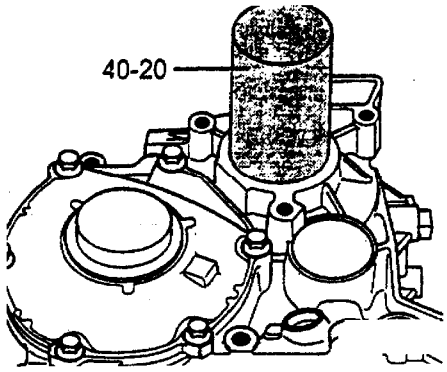

图 3－67
(28) 见图 3－42，装入带 O 形圈的密封塞，凸缘坐落在油槽内（图中箭头所示）。
(29) 装入带扁状导线的阀体。
(30) 装入油底壳、变矩器。
(31) 安装变速器。
(32) 加注 3L 的 ATF，然后检查和补充 ATF 液位。